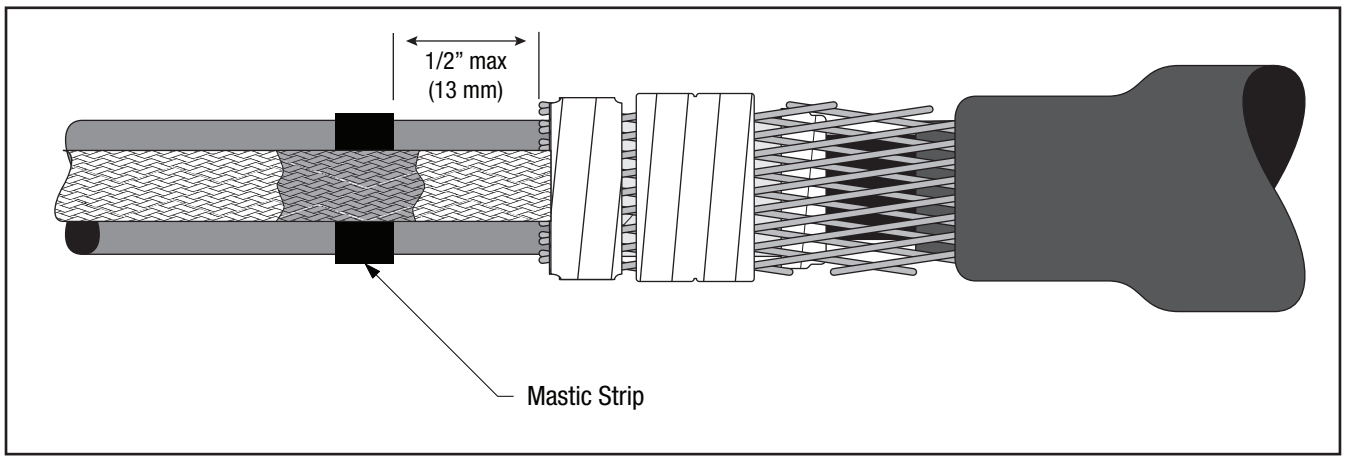

Figure 19
6.4 Place one mastic sealing strip on the cable jacket under the solder blocks of the ground strap no farther than 1/2" (13 mm) from the jacket edge (*Figure 19*).